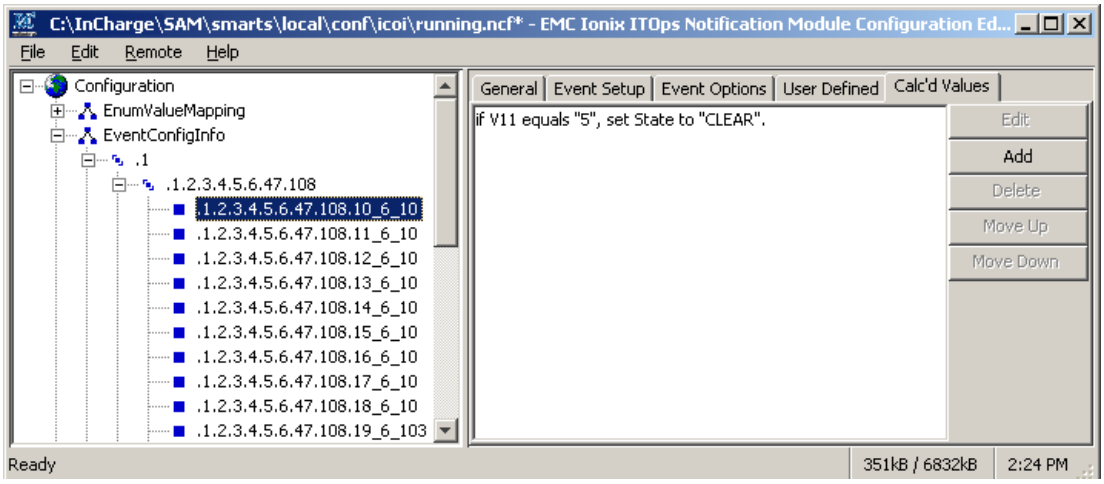

Figure 13 Example of adding a Calculated Value to an ECI
5. Click **OK**. The calculated value appears in the calculated value list as shown in Figure 13 on page 41.